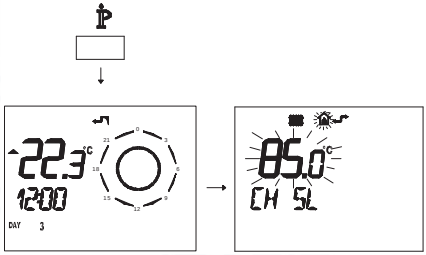

Fig. 7.35
- Press button i for more than 3 seconds to enter in INFO mode (Fig. 7.35).